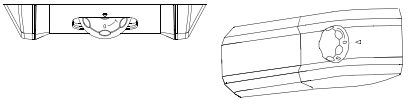

Fig.13
**1)** Gire la rueda a la posición “0”. (fig. 13)